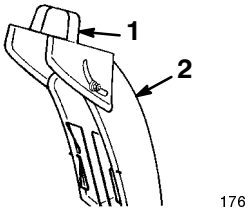

Figure 15
- **Chute Deflector Handle** (Fig. 15)—Move the deflector handle forward to move the snow stream down and rearward to more the snow stream up.